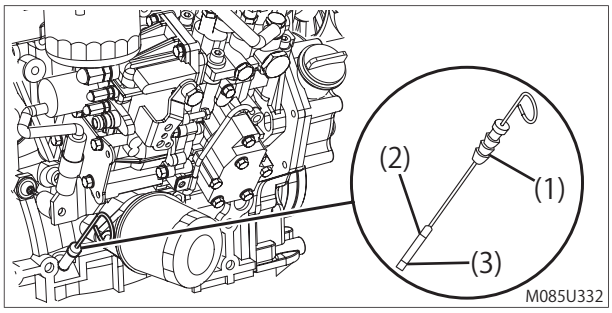

fig. 7–3
(1) Make sure the machine is level.
(2) Make sure the engine and all systems are turned off and the emergency stop buttons are depressed.
(3) Remove dipstick (fig. 7–3, 1) and wipe with clean cloth.
(4) Fully reinsert dipstick.
(5) Remove dipstick. The oil level should be between upper (fig. 7–3, 2) and lower (fig. 7–3, 3) lines on the dipstick.
(6) Fully reinsert dipstick.
(7) Add the engine oil if necessary.